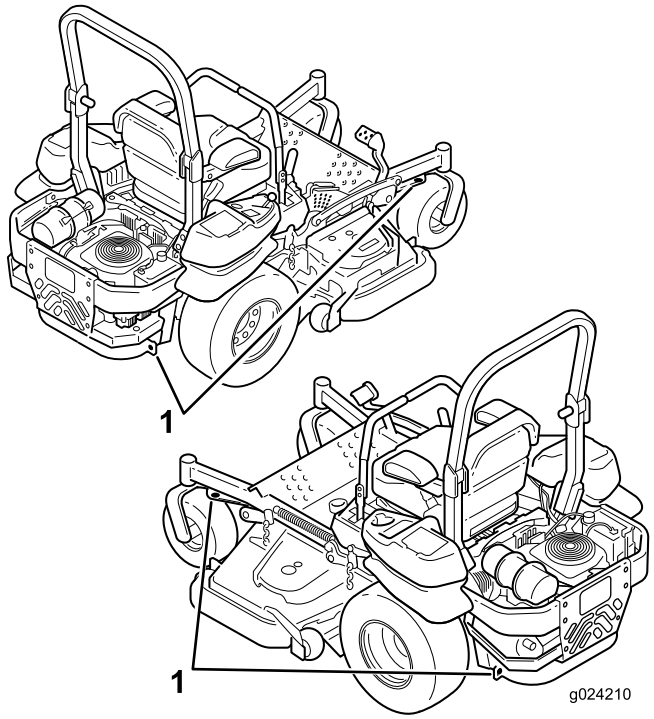

Figuur 34
5. Gebruik de metalen bindogen op de machine om de machine goed te bevestigen op de aanhangwagen of de vrachtwagen met banden, kettingen, kabels of touwen (Figuur 34).